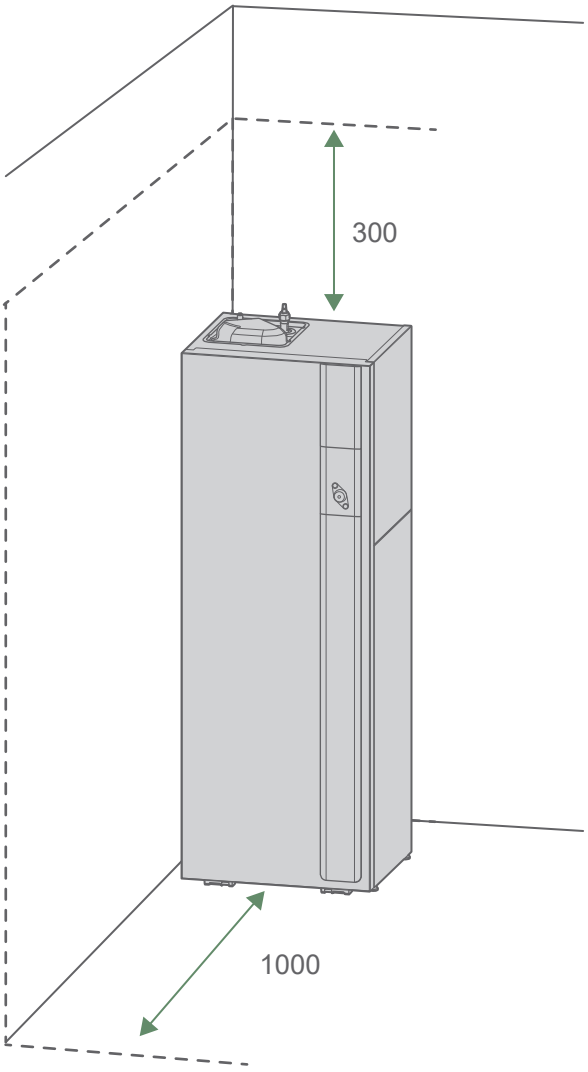

fig. 18 - Dégagements minimum d'installation autour du module hydraulique pour l'entretien
- En fonctionnement, de l'eau peut s'évacuer de l'unité extérieure. Ne pas installer l'appareil sur une terrasse, mais préférer un endroit drainé (lit de graviers ou sable). Si l'installation est réalisée dans une région où la température peut être inférieure à 0°C pendant une longue période, vérifier que la présence de glace ne présente aucun danger. Il est aussi possible de raccorder un tuyau d'évacuation sur le bac de récupération de condensats (option) (*"Fig. 18 page 17*.
- Pour faciliter les opérations d'entretien et permettre l'accès aux différents organes, il est conseillé de prévoir un espace suffisant tout autour du module hydraulique (*fig. 18*).